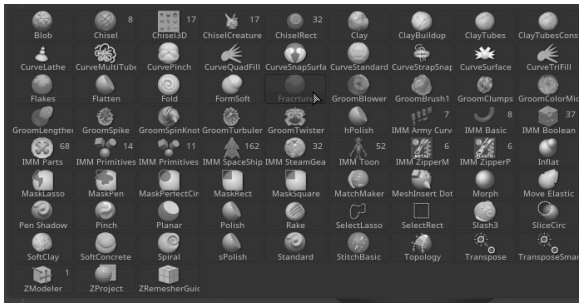

Figure 3-68 *The* ***Fracture*** *brush chosen*
3. Choose the Current Brush button from the left shelf; a flyout containing different sculpting brushes is displayed. Choose the **Fracture** brush from this flyout, as shown in Figure 3-68.